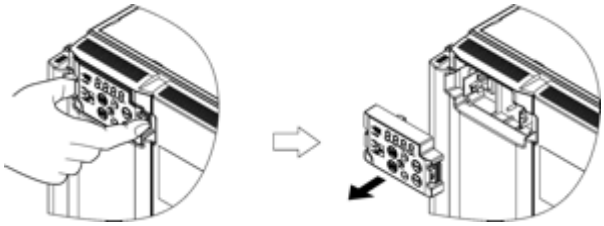

Abbildung 0-4 Ausbau des Bedienteils
(1) Drücken Sie die Laschen zusammen und ziehen Sie das Bedienteil heraus. (siehe Abbildung 0-4).